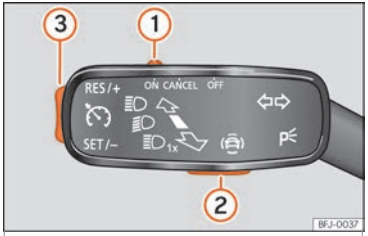

Abb. 254 Am Blinkerhebel: Tasten zur Bedienung des Geschwindigkeitsbegrenzers.
Zum Wechseln zwischen den Fahrerassistenzsystemen die Taste ››› Abb. 254 ② drücken und anschließend mit dem Rädchen rechts im Multifunktionslenkrad im Menü Kombi-Instrument wählen und durch Drücken des Rädchens bestätigen.
- Schieben Sie den Schalter ››› Abb. 254 ① auf die Position **ON** und drücken Sie die Taste ②.
- Drücken Sie während der Fahrt die Taste ››› Abb. 254 ③ im Bereich **SET/–**.
Die Geschwindigkeit kann mit der Taste ››› Abb. 254 ③ eingestellt werden:
- Schieben Sie den Schalter ››› Abb. 254 ① auf die Position **OFF**.
Wenn Sie den Geschwindigkeitsbegrenzer – beispielsweise zum Überholen – vorübergehend deaktivieren möchten, schieben Sie den Schalter ››› Abb. 254 ① auf die Position **CANCEL** oder drücken Sie die Taste ②.
Nach dem Überholmanöver kann der Geschwindigkeitsbegrenzer wieder mit der zuvor gespeicherten Geschwindigkeit aktiviert werden, indem die Taste ››› Abb. 254 ③ im Bereich **RES/+** gedrückt wird.